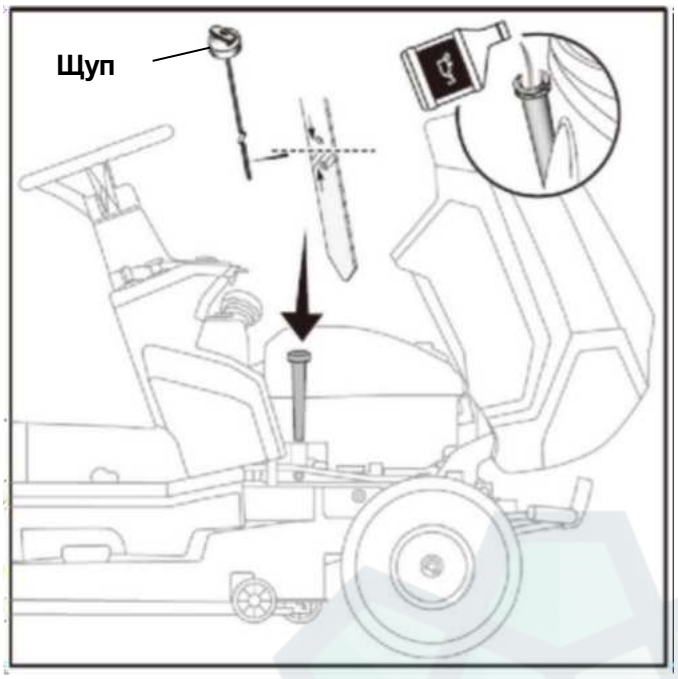

Рис. 11
2. Выньте щуп (рис. 11). Удалите оставшееся масло с щупа.
7. Если уровень масла «LOCK», долейте масло в заливную горловину. (рис. 11)